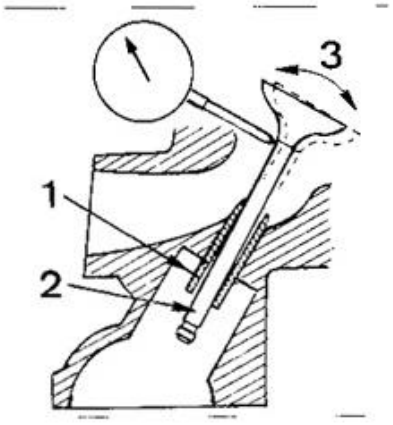

FIG. 43
- Glisser la soupape dans le guide correspondant mais sans l'enfoncer complètement (fig. 43, repères 1 et 2).
- Le doigt étant en contact (voir le paragraphe correspondant au chapitre "Entretien Courant"), la queue de soupape près de la tête, faire osciller celle-ci latéralement (fig. 43, repère 3) et lire le jeu sur le comparateur. Répéter cette opération plusieurs fois après avoir tourné la soupape. Cette mesure ne correspond pas au jeu réel mais donne une valeur de débattement qui ne doit pas excéder la limite indiquée par le constructeur.